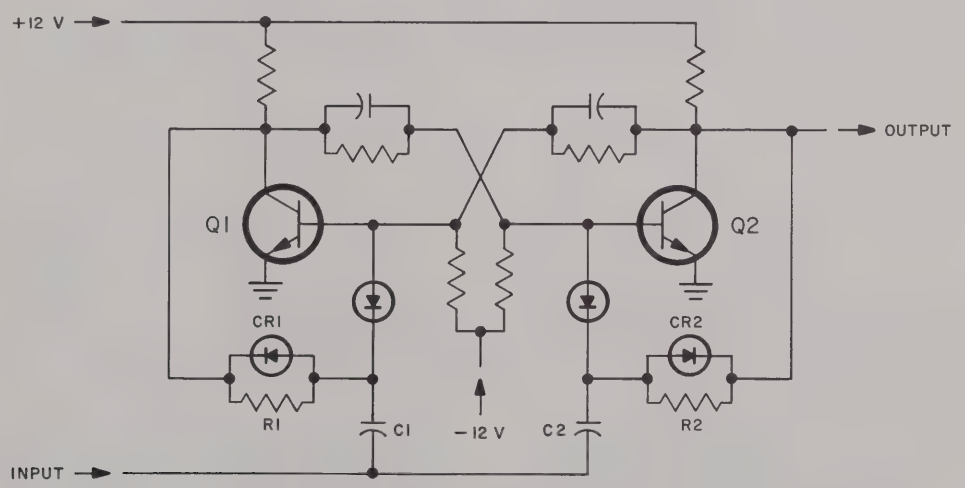

Figure 4-11. Typical Scaler Flip-Flop, Simplified Schematic Diagram
Each frequency divider consists of four bi-stable multivibrators (flip-flops) coupled together in such a way so as to produce one output pulse for each ten input pulses. Figure 4-11 shows a typical flip-flop.
c. USEFUL ILLUSTRATIONS. — Illustrations useful in maintaining this functional section are: figures 4-11, 4-12, 4-13, 4-14, 4-15, 5-39, and 5-66.